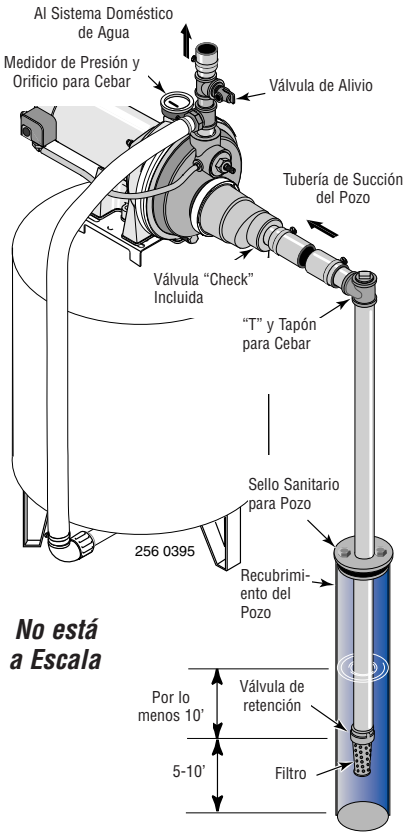

Figura 6: Instalación de Pozo Recubierto
INSTALACION DE POZO RECUBIERTO CON UN RECUBRIMIENTO DE 2" O MAS (Figura 6)
4. Instale la válvula de retención, el filtro y la tubería del pozo (vea la Figura 6). Asegúrese que la válvula de retención funcione libremente.
6. Instale una “T” para cebar, tapón para cebar y la tubería de succión a la bomba (vea la Figura 6). Conecte la tubería del pozo al orificio de succión de la bomba; utilice el menor número de conexiones posible - especialmente codos - ya que las conexiones incrementan la fricción en la tubería. La tubería de succión debe ser por lo menos del mismo tamaño que el orificio de succión en la bomba. Utilice cinta de teflón o un compuesto a base de teflón especial para juntas de tuberías. Soporte la tubería para que no haya inclinaciones verticales o hundimientos en ella a fin de que no ejerza tensión sobre el cuerpo